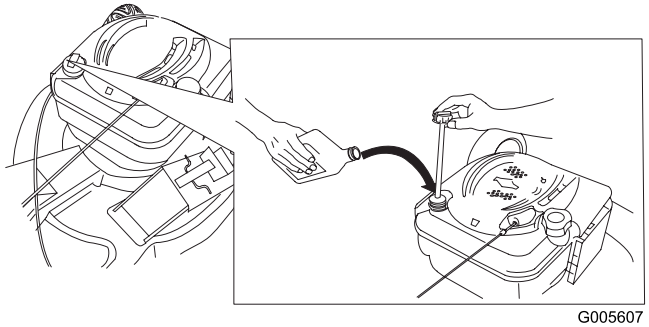

Figur 9
1. Tag målepinden ud (Figur 9).